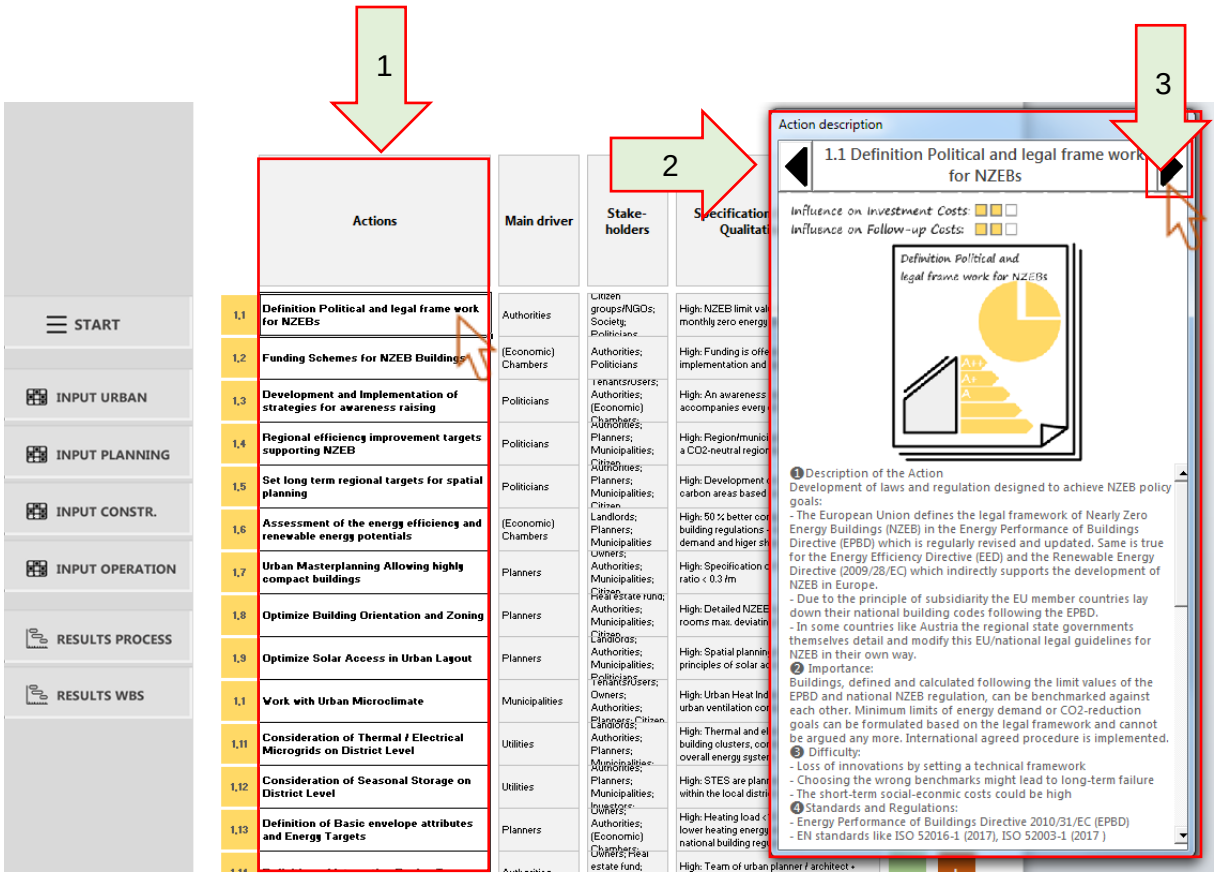

Figure 14: Screenshot: Life cycle tracker tool – Action description
As can be seen in Figure 14 on the left side of the "Input-Worksheets" for the selected life cycle phase, there is the side menu, which can be used to select the worksheets. In the column *Actions* (1) all actions that have previously been selected on "worksheet 1 – Start" are displayed. If more detailed information about the actions is required, a pop-up information field (2) appears by clicking the left mouse button on the action. By right-clicking with the mouse on the black arrow in the information field, it is possible to jump to the description of the next action.